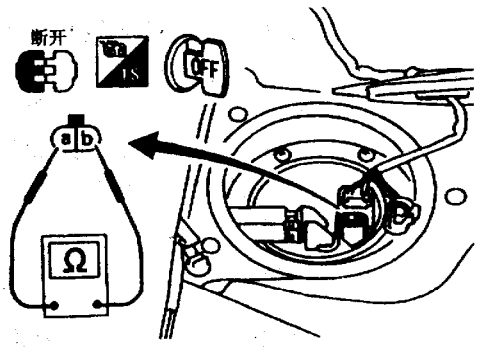

图 8－6－12　测量电阻
(1) 断开燃油泵线束插接件。
(2) 如图 8－6－12 所示，测量端子ⓐ与ⓑ之间的电阻，标准电阻值应接近 0.2～0.5Ω，若不正常，则更换燃油泵。